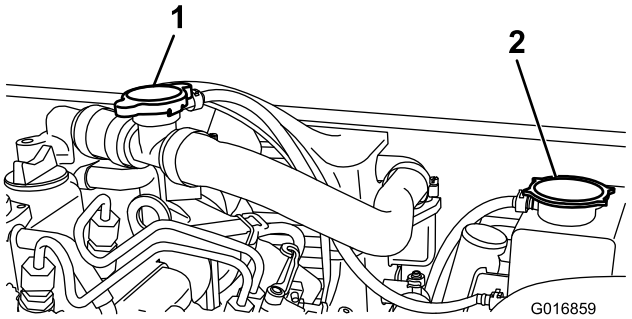

Rysunek 62
2. Odkręć korek wlewu (Rysunek 62) i wlej płyn chłodzący.
3. Załóż korek wlewu i odkręć korek zbiornika przelewowego chłodnicy (Rysunek 62).
2. Odkręć korek zbiornika przelewowego chłodnicy (Rysunek 62).